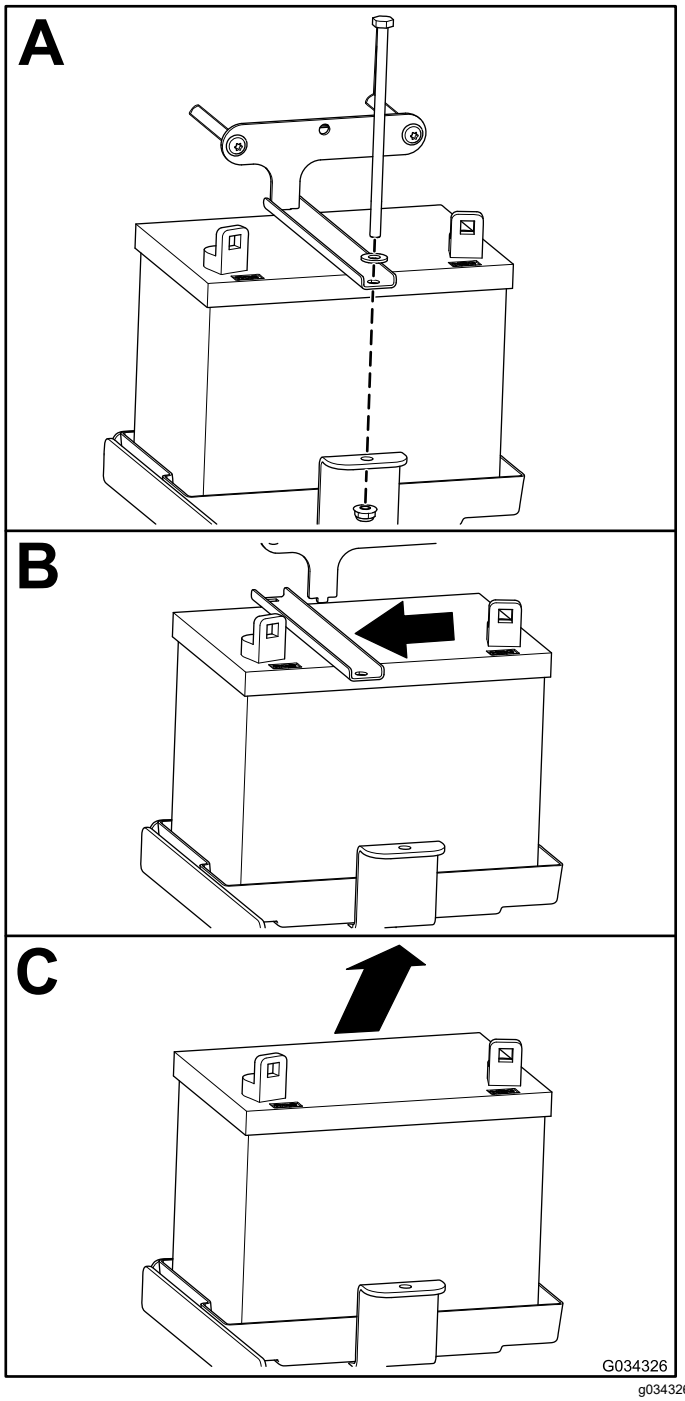

Bild 48
2. Nehmen Sie die Batterie heraus, wie in Bild 48 abgebildet.